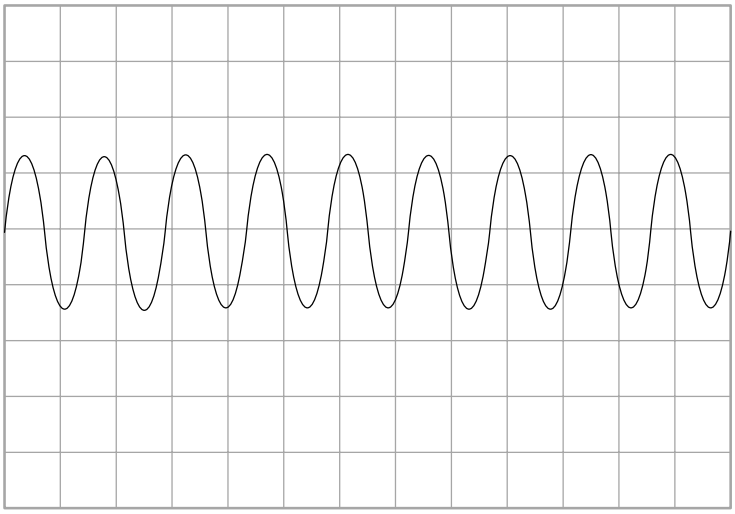

Figure 10-5: The oscilloscope graphically displays changes in an electrical signal.
The job of the oscilloscope is to visually represent an electrical signal, either alternating current (AC) or direct current (DC). An oscilloscope shows variations in voltage as a bright line drawn on the display, as you can see in Figure 10-5.